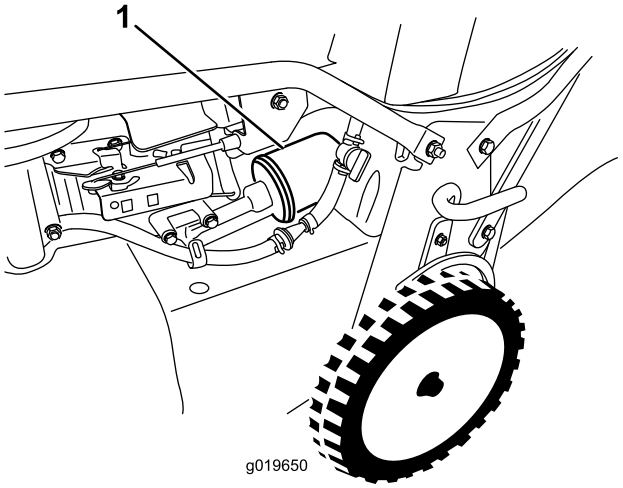

Figur 30
6. Fjern oliefilteret (Figur 30).